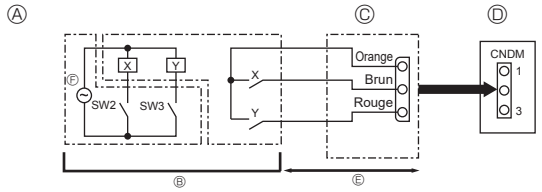

Fig. 8-2
8.2. Fonctions spéciales (modification sur site) (Fig. 8-2)